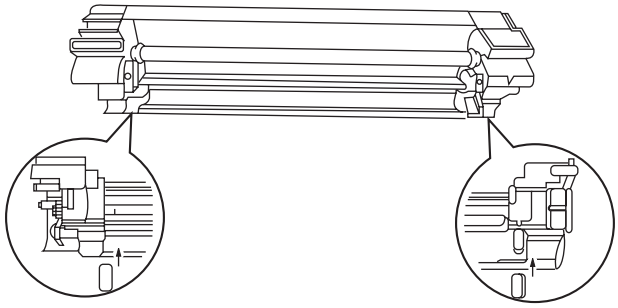

Figure 4-339
2) Attach the side seal as indicated in Figure 4-339.